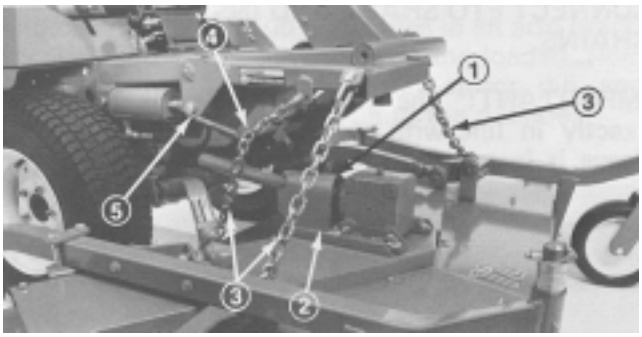

Figure 14
2. Mount PTO shield over input shaft and onto gear box mounting plate with two self-tapping screws (Fig. 14).
3. Attach lift chains to lift arm and cutting unit (Fig. 14) with six shackles, shackle pins (3/8 x 1 – 1/2 in.) (38 mm) and cotter pins (1/8 x 3/4 in.) (19 mm). Adjust chain length so both become tight at the same time when lifting lift arm.
3. Connect ends of tension spring between fourth link of rear chain and eye of cotter pin that holds cylinder pin in place (Fig. 14). Adjust length of chain so rear caster wheels are off the ground in transport position.